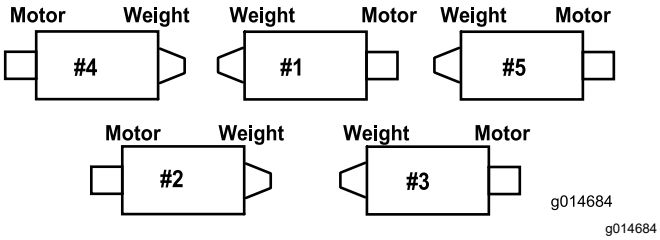
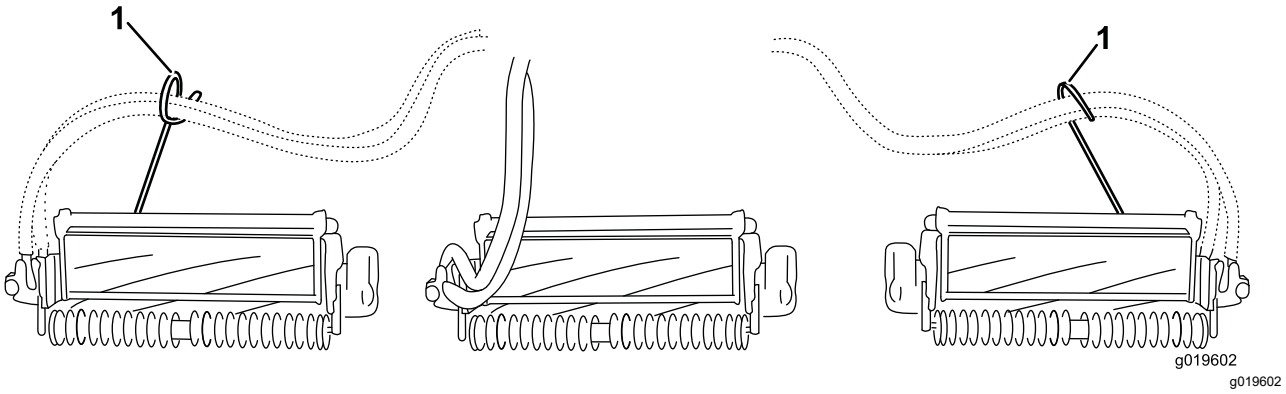
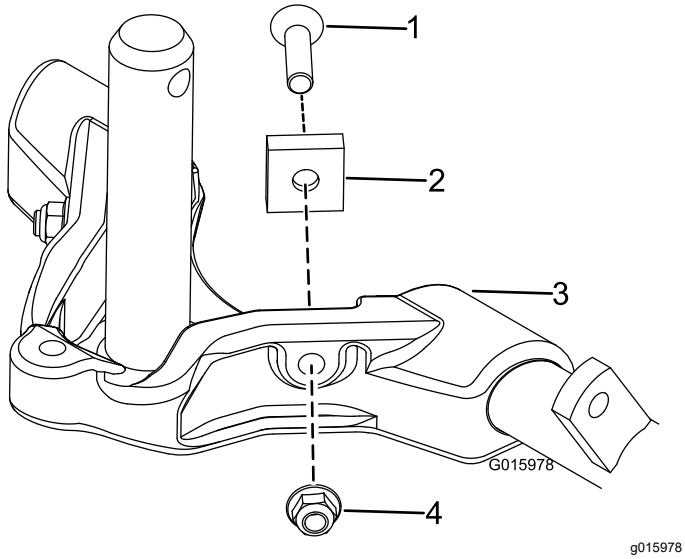

Figur 12
Figur 14
Figur 15
Viktig: **På klippeenhet nr. 4 (venstre foran) og 5 (høyre foran), bruk monteringsmutterne for stangbraketten til å montere slangeførerne foran på klippenhetstappene. Slangeførerne skal lene mot midtre klippeenhet (Figur 12 til og med Figur 14).**
6. Øk styringen på de bakre klippeenhetene ved å fjerne svingavstandsstykkene (2), sokkelskruene med sekskanthode og låsemutrene med flens (Figur 15) fra de bakre (nr. 2 og nr. 3) bærerammene til klippeenheten (Figur 12).